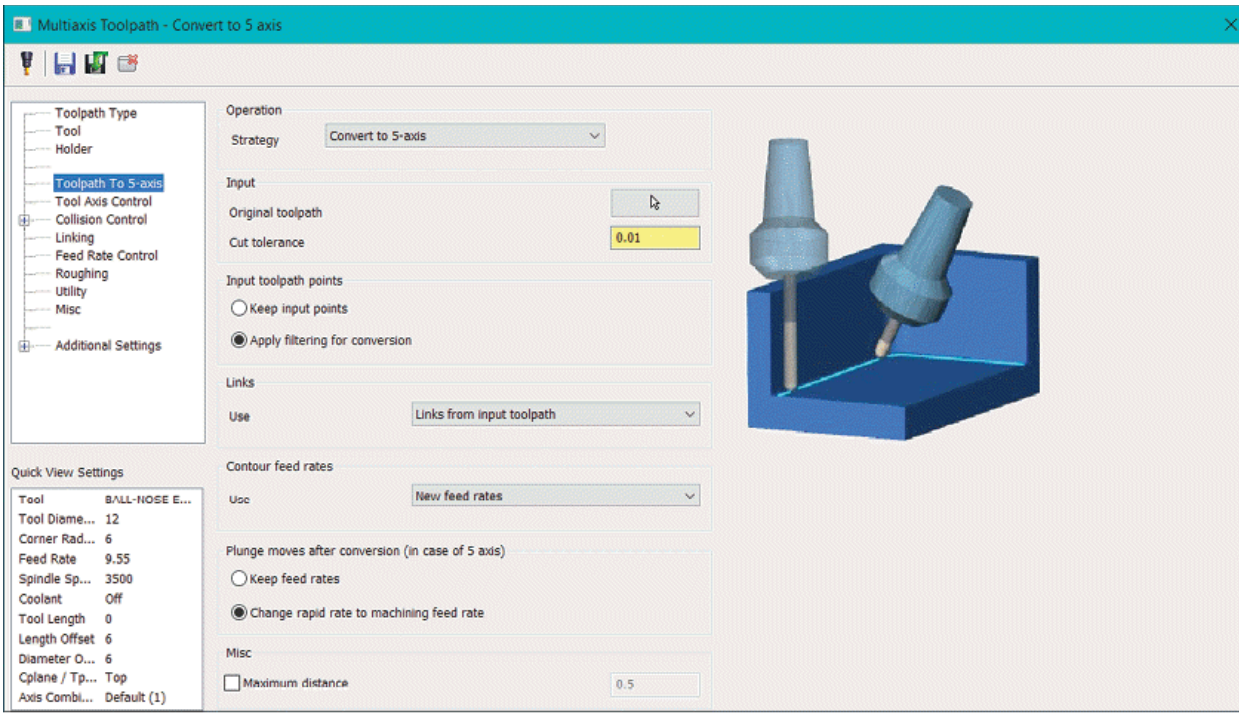

Figure-25. Toolpath To 5-axis page
- Click on the **`Toolpath To 5axis`** option from the left area of the dialog box to specify parameters for conversion of toolpath. The options will be displayed as shown in Figure-25.